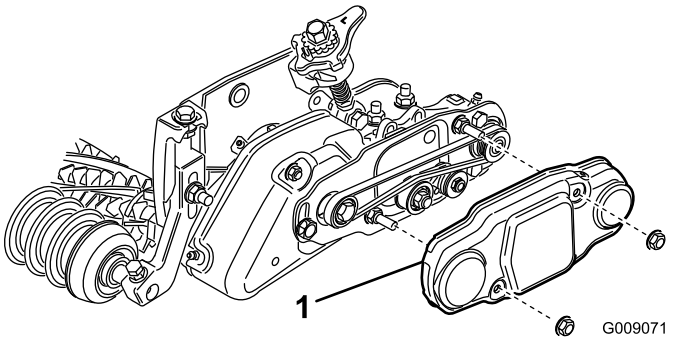

Figure 34
48. Glissez le couvercle de la courroie sur les boulons de montage et fixez-le avec (2) écrous à embase (Figure 34).